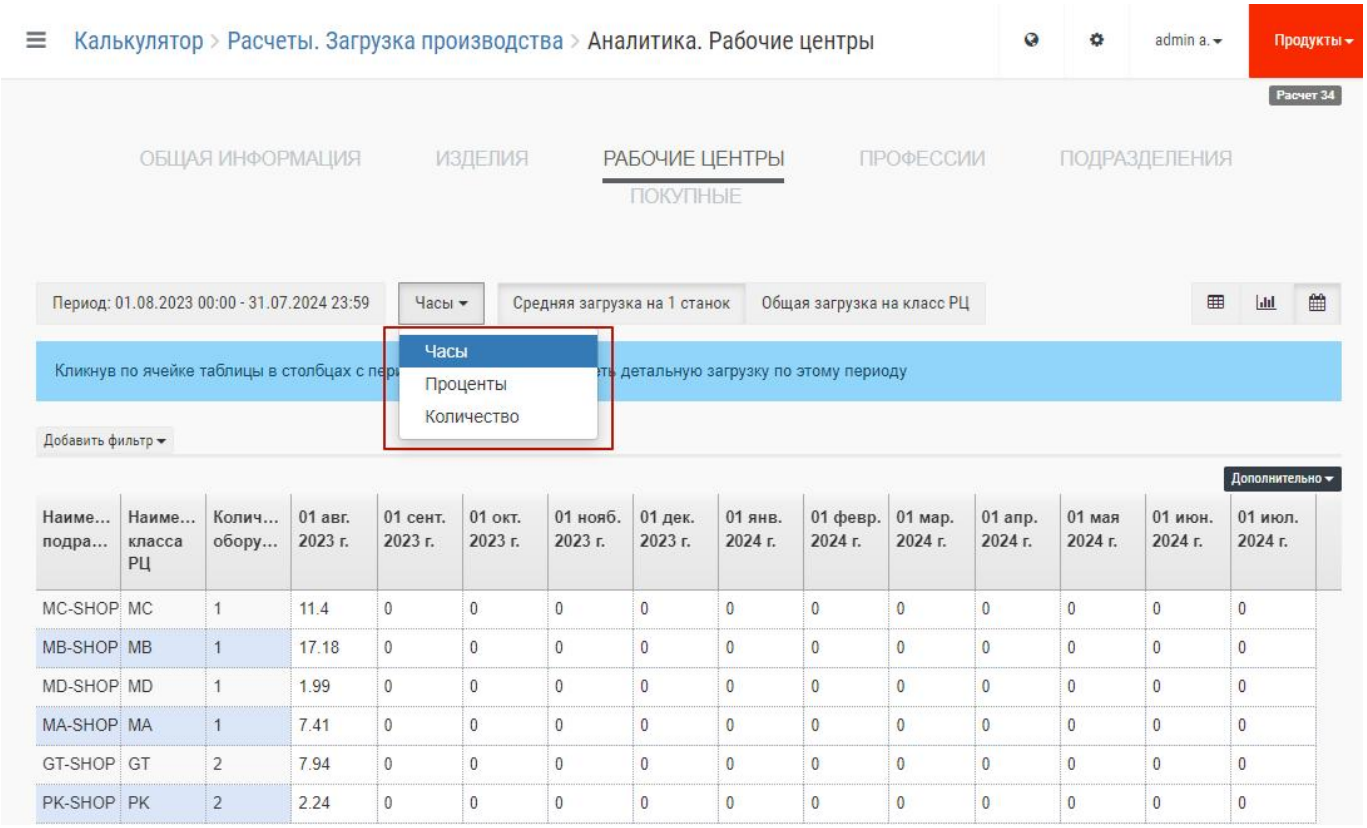

Рис. 73 – Загрузка оборудования по периодам
- в табличном виде, но загрузка показывается по периодам, которые можно выбрать неделя, месяц, день (приведена на Рис. 73). В этом виде можно также выбрать три варианта представления данных: в станко-часах, в процентах от ФРВ периода и в количестве необходимого для выполнения плана оборудования без перегруза (при расчетной загрузке оборудования).